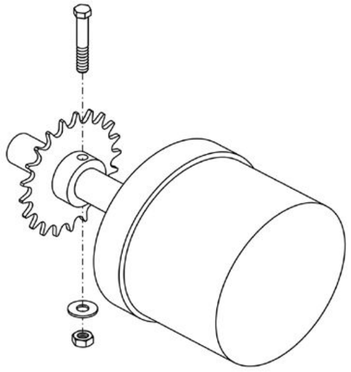

FIGURA 7
6. Alineación final y fijación de piñones: Vuelva a alinear los piñones del eje de la puerta y del eje de salida del operador junto con la cadena de transmisión. Asegure los piñones en su lugar con sus tornillos prisioneros. Si no existe chavetero en el eje de la puerta, perfore un orificio de 3/8" de diámetro a través del cubo del piñón y del eje de la puerta con el piñón en su posición alineada. Inserte un perno de 3/8" de diámetro (no suministrado) a través del cubo del piñón y del eje, y asegúrelo con una arandela de presión y una tuerca hexagonal (ver Figura 7).